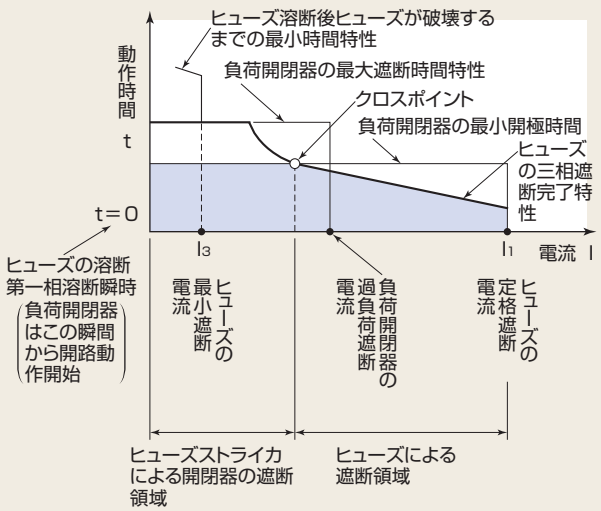

図7-3 ストライカ引外しにおける動作協調
負荷開閉器の過負荷遮断電流 ＞ 負荷開閉器の最小開極時間より、ヒューズの最終遮断相の遮断完了時間が上回る電流の最大値（図7-3のクロスポイント電流）
②③の間の関係を図7-3に示します。